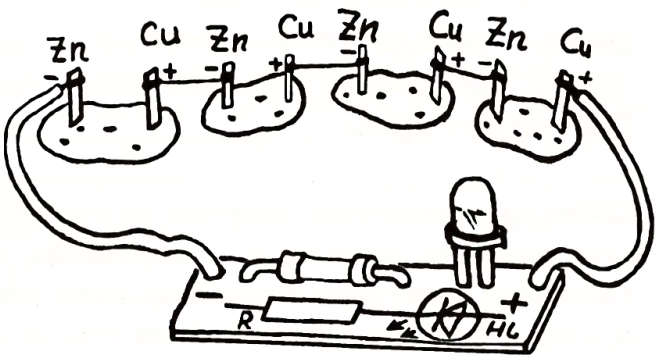

Рис. 6
2. Надежно соедините разноименные электроды элементов медными проводами, как показано на рис. 6. Подключите к свободным выводам светодиод и наблюдайте его свечение.